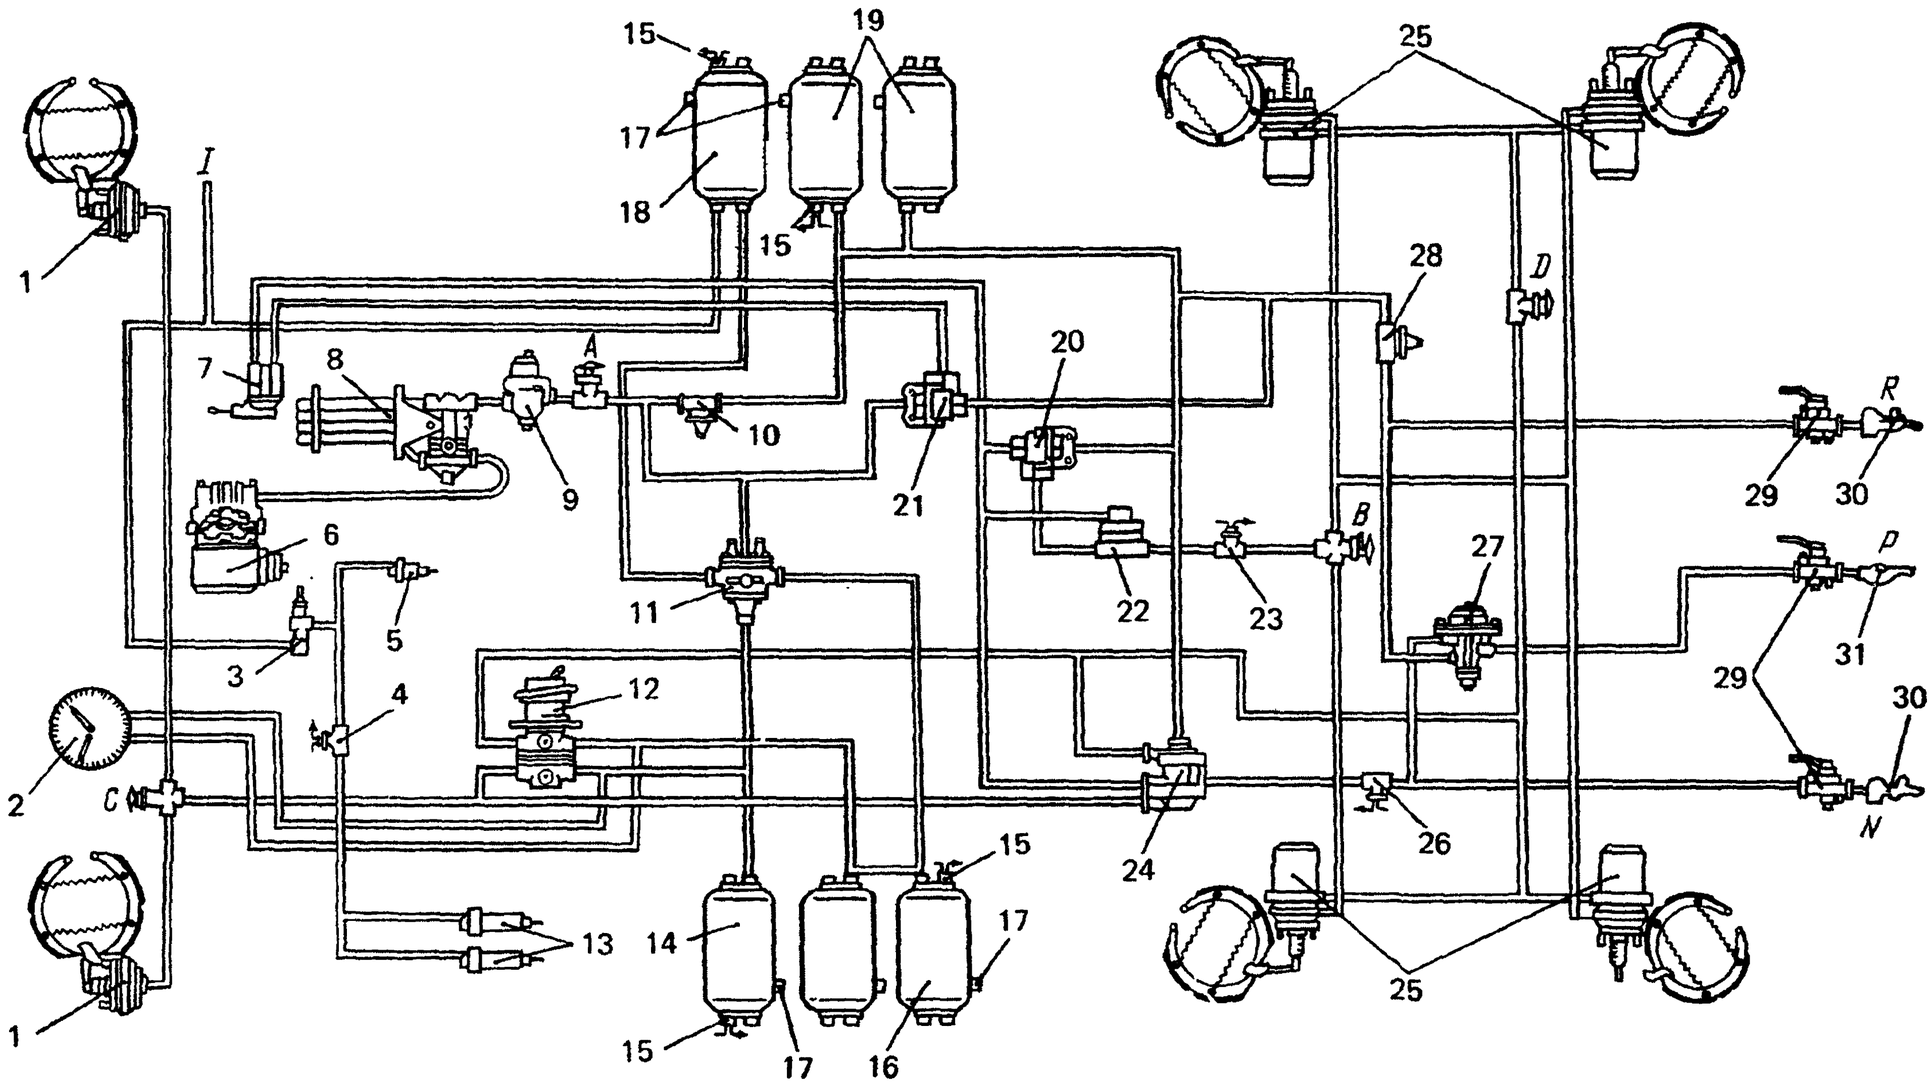

Рис. 385. Схема пневматического привода тормозных систем:
14. СХЕМА ПНЕВМОПРИВОДА ТОРМОЗНЫХ СИСТЕМ (рис. 385)